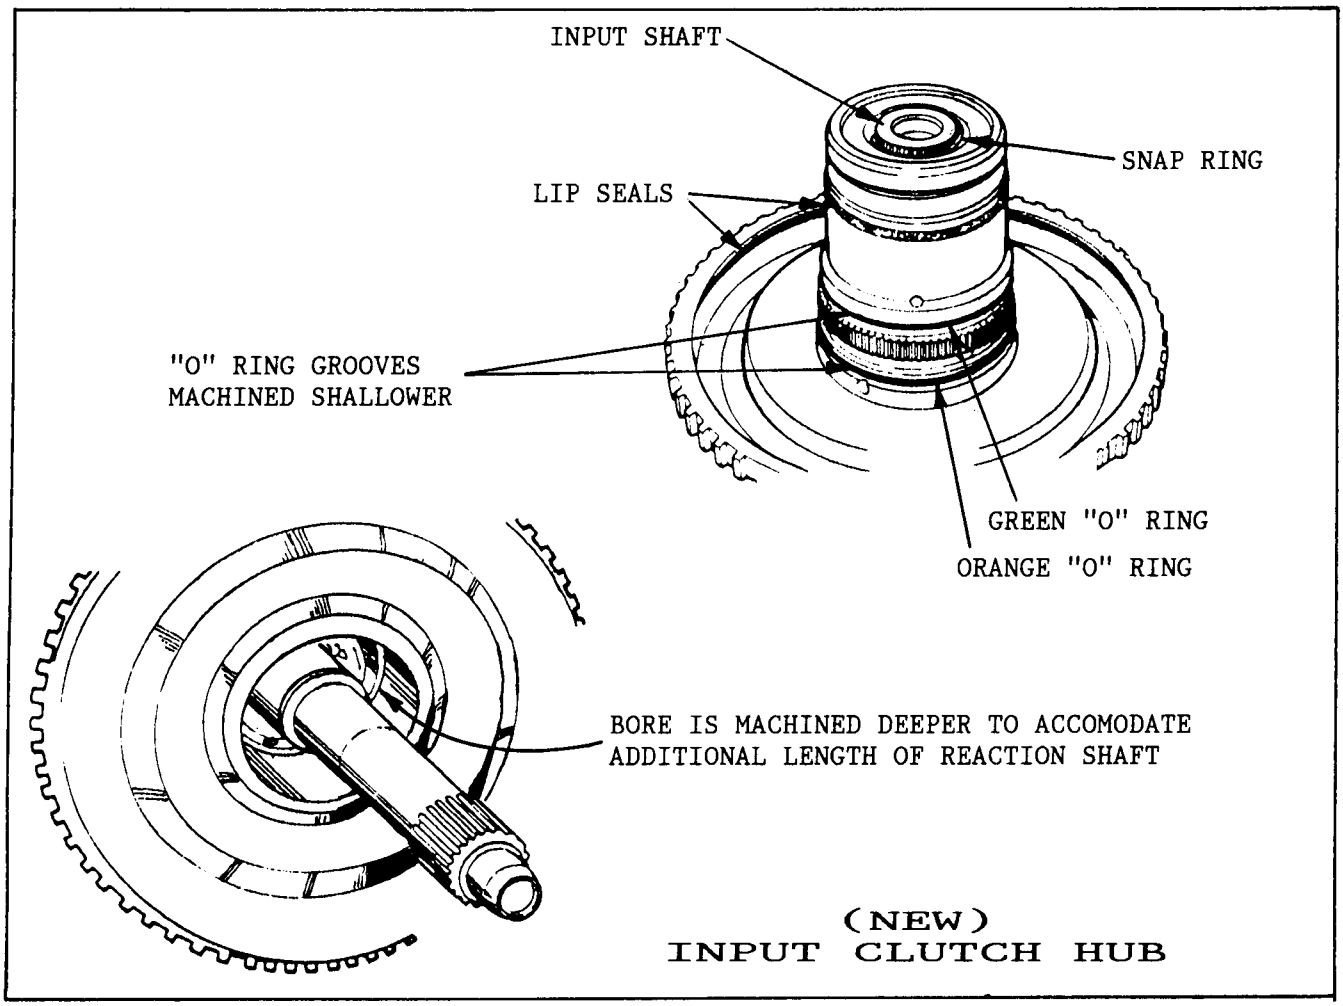

Figure 2
(2) INPUT SHAFT/CLUTCH HUB - The new Input Clutch Hub bore is machined deeper to accomodate the additional length of the reaction shaft, created by the added sealing ring (See Figure 2).
The "O" Ring grooves are also cut shallower than the old input clutch hub, which increases the groove diameter, and provides improved compression or "Crush", between the "O" rings and the input clutch retainer. (See Figure 2).
(3) INPUT SHAFT/CLUTCH HUB "O" RINGS - The new "O" Rings are "Teflon Coated" for greater tear resistance during the assembly process. The coatings also identify the locations for the "O" Rings. The orange ring goes to the front, and the green one goes to the rear (See Figure 2). The early "O" rings were black.